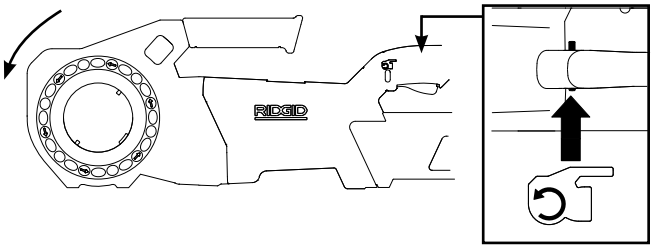

Abbildung 5B - Schalterstellung RÜCKWÄRTS (gegen den Uhrzeigersinn)
- Wiederholen Sie den Vorgang für den Rückwärtsbetrieb *(siehe Abbildung 5B)*. Wenn sich der Kraftantrieb nicht in die richtige Richtung dreht oder der Betrieb der Maschine nicht mit dem EIN/AUS-Schalter bedient werden kann, verwenden Sie die Maschine nicht, bis sie repariert wurde.